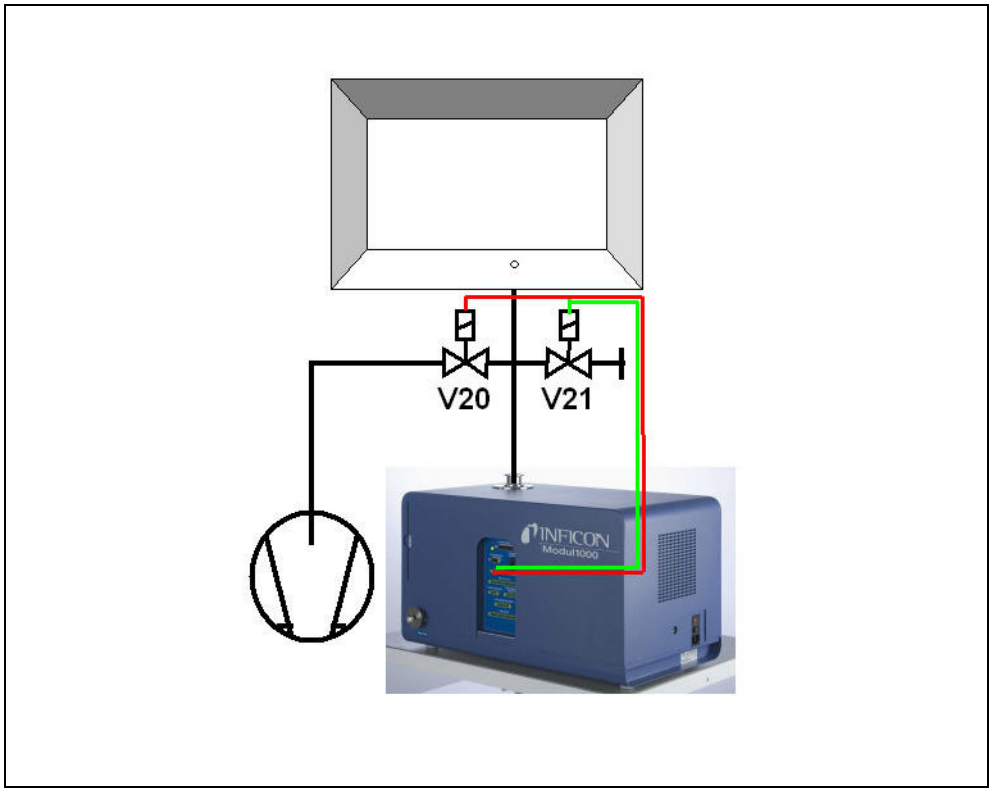

図 5-1 パーシャルフローモード
2. START 信号の後に、Modul1000 は真空チャンバの真空排気を開始します。パーシャルフローポンプが Modul1000 に接続されている場合、パーシャルフローバルブ V20（図 5-1）がコントロールされ、テスト手順は、設定に応じたパーシャルフローポンプにサポートされます。
11 その後、真空チャンバは Modul1000 （および外部ベントバルブ V21（図 5-1）、接続されている場合）によりベントされ、大気圧に到達します。